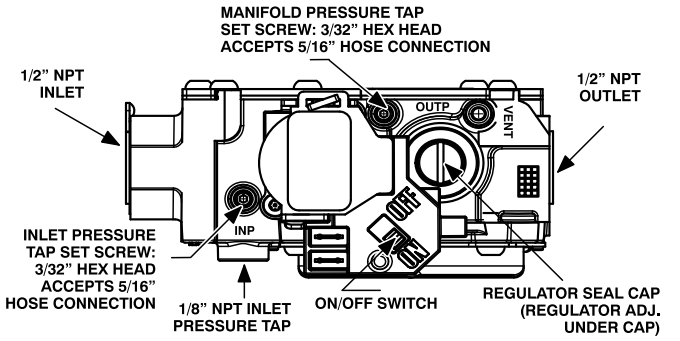

Fig. 65 – Gas Valve with Tower Pressure Ports
1. Adjust manifold pressure to obtain proper gas input rate, see Fig. 65.
h. Remove regulator adjustment cap from gas valve pressure regulator and turn adjusting screw (3/16 or smaller flat-tipped screwdriver) counterclockwise (out) to decrease input rate or clockwise (in) to increase input rate, see Fig. 65.